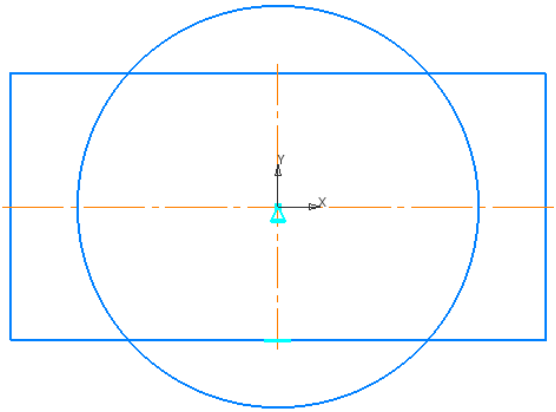

Рис. 5.32
1) Основой для построения детали должны быть прямоугольник и окружность с центрами в начале координат (рис. 5.32).